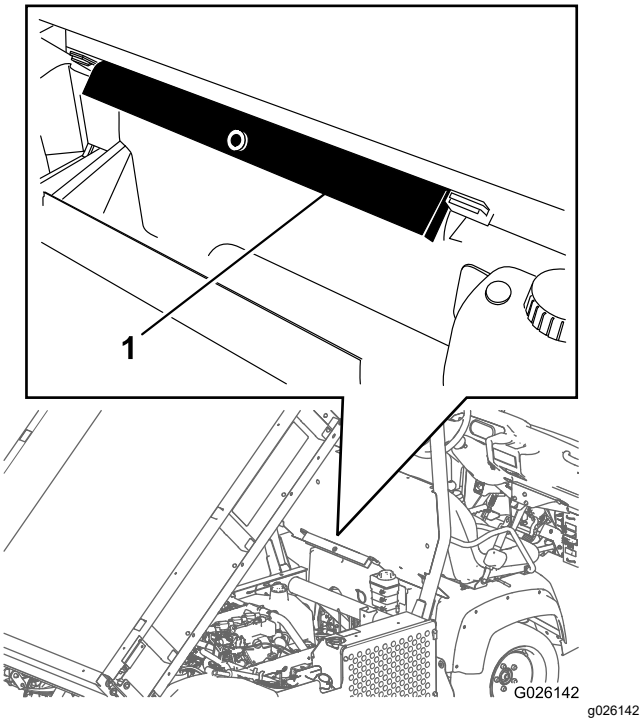

Figura 21
2. Retire o suporte da plataforma dos suportes existentes na parte de trás do painel do sistema ROPS (Figura 21).